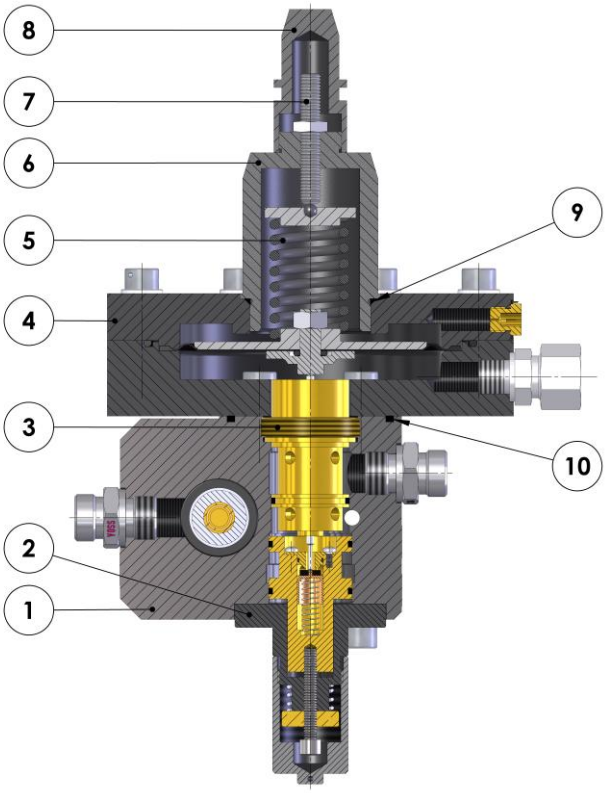
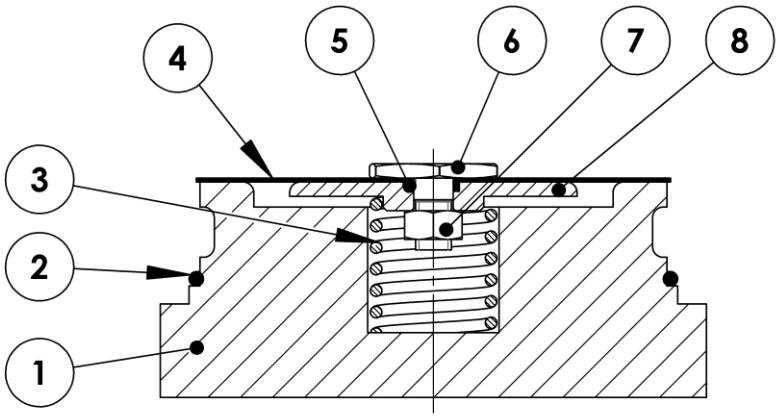
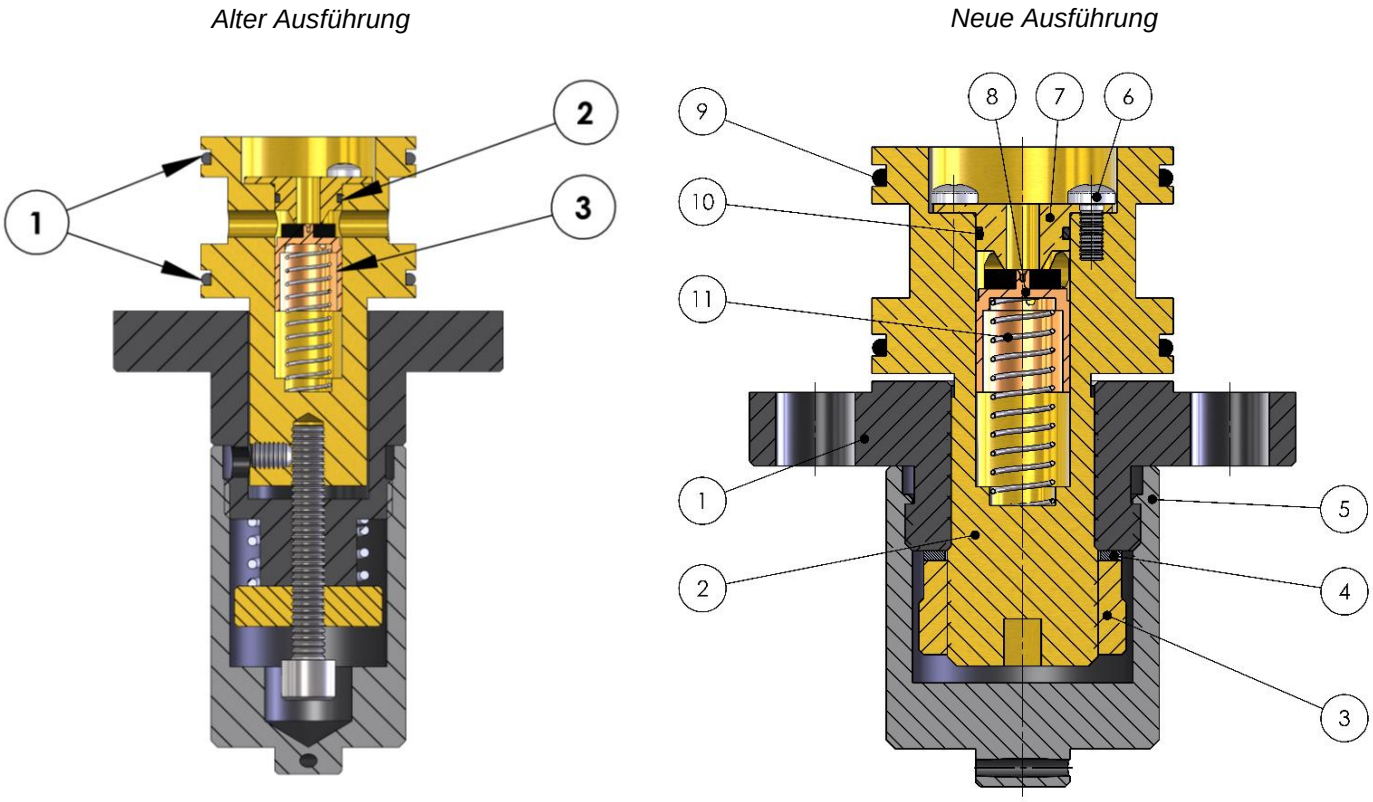

Abb. 11
Abb. 13
Abb. 14
- Messbereich des Hilfsdruckreglers, bestehend aus einer zusammengesetzt membran und einer Kupplung gemäß Abb. 13.
Regler-Ventil (14) und O-Ring (15), wie in Abb. 11 dargestellt, mit einem 30 mm Steckschlüssel (max. 20 Nm) in das Gehäuse des Steuerdruckregler (1) drehen.
Hilfsdruck an der Ventilanordnung (14) mit dem Ring-Steckschlüssel 30 aus dem Gehäuse des Steuerdruckreglers (1) herausdrehen, siehe Abbildung 11.
Montage einer Membranzusammensetzung aus Teilen (4,5,6, 7 und 8) gemäß Abb. 13.
Die montierte Membran in das Gehäuse (1) des Steuerdruckreglers einsetzen (siehe Abb. 11). Hinweis: Achten Sie darauf, dass die Membran korrekt (nicht in der Hälfte gefaltet) in die Aussparung des Gehäuses (1) eingesetzt ist.
Die Feder (3) von Fig. 13 über den Membranteller (8) der montierten Membran positionieren.
Die Hilfsdruckabdeckung (1) mit O-Ring 2 aus Abb. 13 in das Gehäuse (1) aus Abb. 11 einsetzen. Achten Sie darauf, dass die Membran nicht außerhalb der Aussparung zwischen Gehäuse (1) und Hilfsdruckabdeckung eingeschlossen ist. Montieren Sie vier Zylinderkopfschrauben (mit Unterlegscheiben) und ziehen Sie diese von Hand an. Nach Überprüfung der korrekten Montage über Kreuz sichern.
Entfernen Sie die vier Zylinderschrauben und deren Unterlegscheiben. Den Hilfsdruckregler (16), Abb. 11, mit einer leichten Einklemmbewegung entfernen, danach kann der zusammengestellte Membran mit Feder (3) (siehe Abb. 13) entfernt werden.
Die montierte Membran durch Lösen der Mutter (7) entfernen (siehe Abbildung 13).
Zur Montage der O-Ringe (1) (siehe Abbildung 14) sind diese leicht ein zu fetten. Schieben Sie die Baugruppe in das Gehäuse (1) (siehe Abbildung 11), und ziehen Sie die Schrauben an.
Die beiden Schrauben mit Unterlegscheiben entfernen und die Baugruppe mit einer Drehbewegung aus dem Gehäuse (1) herausziehen (siehe Abbildung 11).
Entfernen Sie die beiden Kreuzschlitzschrauben, siehe Abbildung 14. Ziehen Sie den Sitz aus dem Gehäuse heraus, indem Sie ihn mit einer Zange drehen. Der O-Ring (2) und das Ventil (3) sind nun zugänglich.
Das Ventil (2) aus Abb. 14 und die Feder (3) auf die Achse (5) setzen, das Ganze durch Anbringen der Federscheibe (4) und der Achsesicherungsplatte (1) verbinden. Setzen Sie den Achsensicherungsring (1) und die Feder (12) auf die Achse (5). Das Ganze in das Haus (10) stellen. Ventilteller (9) und Sicherungsring (7) einsetzen.
Nach der Montage ist zu prüfen, ob die Achse (5) reibungslos in die Lager (8) gleitet und sich die Achse stoßfrei im Gehäuse dreht. Diese Überprüfung kann durch Drehen der Achse und Blick durch die Bohrungen im Gehäuse erfolgen (siehe Abb. 14).
Entfernen Sie den Sicherungsring (7) und entfernen Sie die Abdeckung (9). Die Baugruppe der Achse kann nun aus dem Gehäuse entfernt und demontiert werden (siehe Abbildung 14).